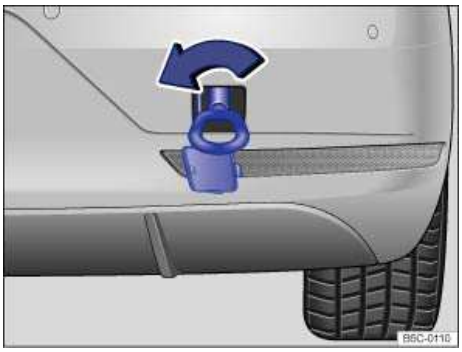

Fig. 194 In the right rear bumper: Installing the towing eye.
There is a threaded hole for the towing eye in the right rear bumper behind a cover ⇒ fig. 194, ⇒ ⓘ.
- Screw the towing eye **counterclockwise** into the threaded hole as far as it will go (arrow) ⇒ fig. 194 ⇒ ⓘ. Use the lug wrench to turn and tighten the towing eye completely and securely.